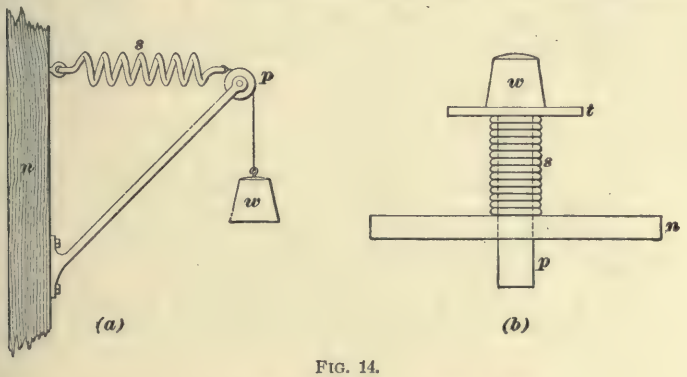

FIG. 14.
**13.** Fig. 14 shows the difference between a spring under tension and a spring under compression. Fig. 14 (*a*) shows spring *s* under tension, because weight *w* is attached to a rope which passes over pulley *p* and hitches to one end of the spring. Fig. 14 (*b*) shows spring *s* in compression,